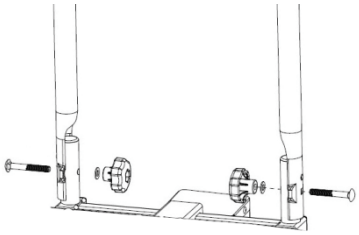

Figure 2 : Montage de l'étrier en U
Placer l'étrier en U (4) sur les douilles de fixation du porte-vélos et vissez-le à l'aide des vis à tête bombée (3), des rondelles (2) et des poignées écrous (1) comme indiqué sur les figures 2 et 3.